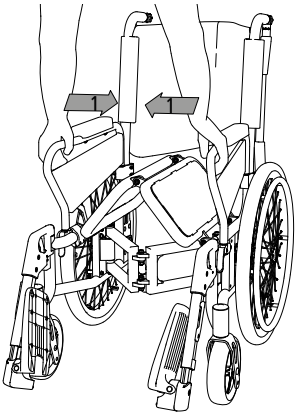

fig. 30
6. Saisir ensuite la zone avant des parties latérales et presser les deux côtés en direction du centre. Le fauteuil roulant se replie (1, fig. 30).